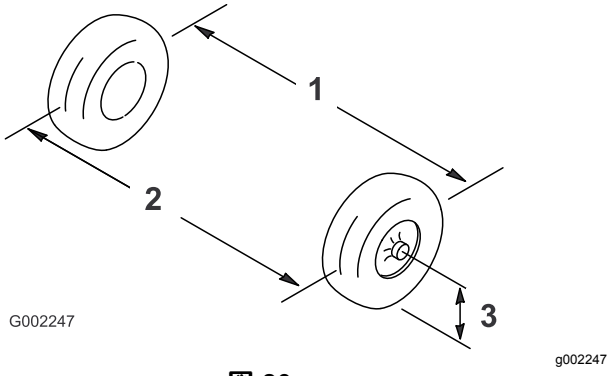

図 80
2. 前輪の前と後ろで、左右のタイヤの中央線間距離を測る計測はアクスルの高さで行う(図 80)。